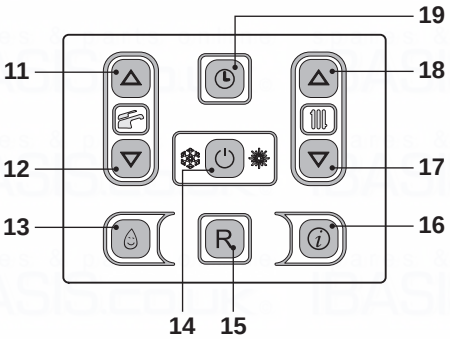
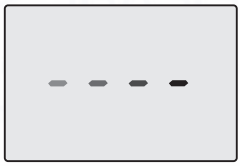

Fig. 2.33
Fig. 2.34
To activate the 3 star preheating function press key 13 (Fig. 2.33) until the following symbol appears on the LCD display (Fig. 2.27).
To disable the 3 star preheating function press key 13 (Fig. 2.33) until the symbol does not disappear from the LCD display .
Press the key for 2 seconds 14 (Fig. 2.33) until the - - - - symbol appears on the display (Fig. 2.34).